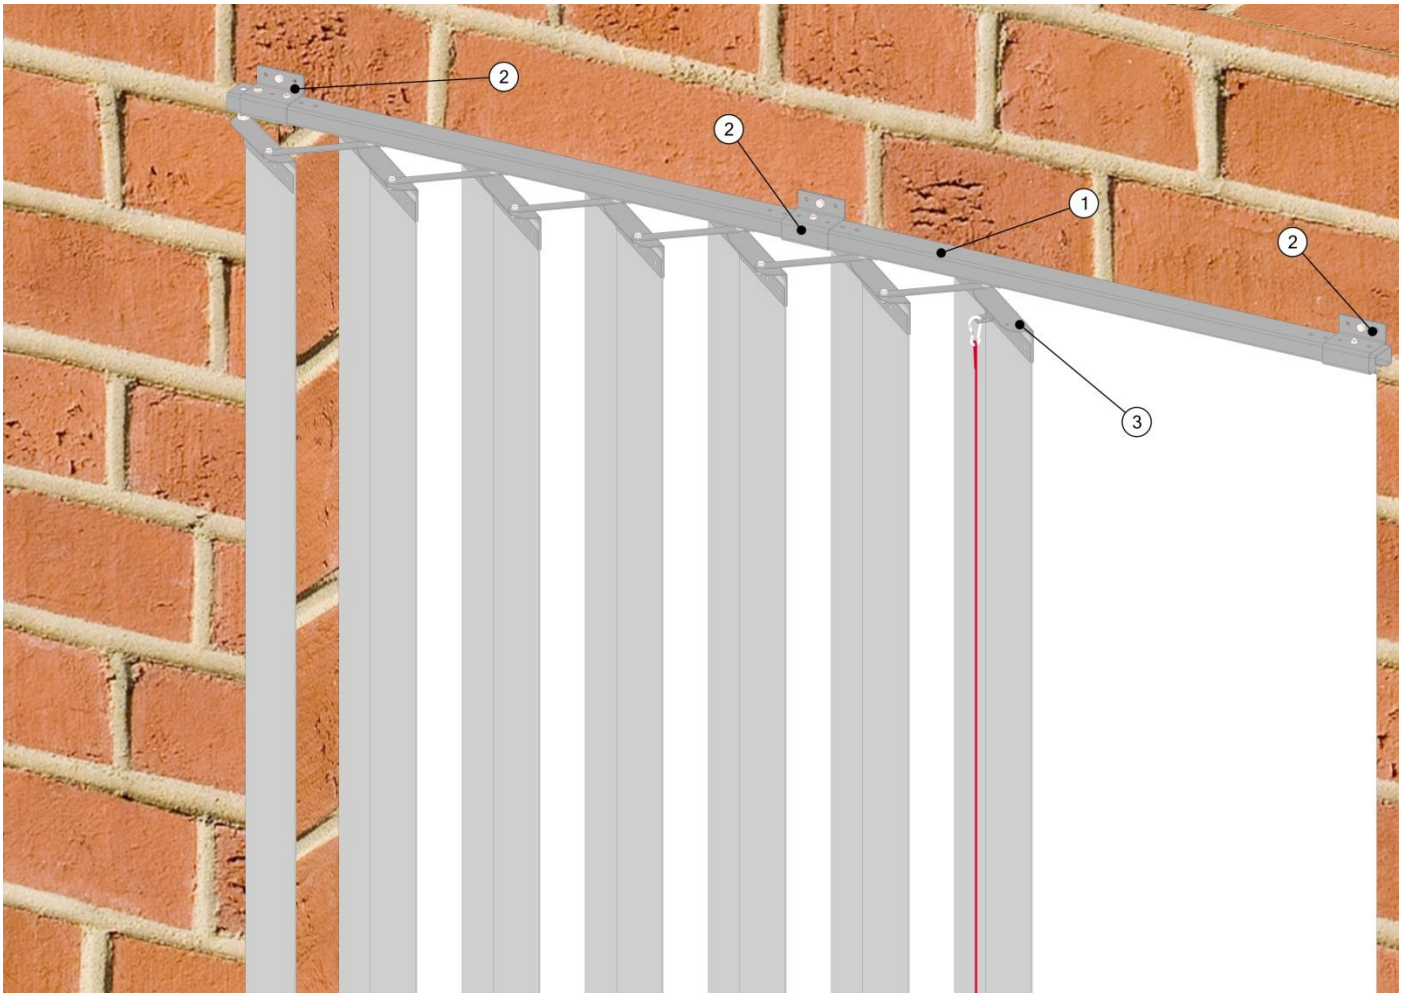

Рис.3. Завеса раздвижная в сборе (исполнение слева)
Направляющая (1)(рис.3) с помощью держателей(2) (рис.3) фиксируется на проеме. На каретках (20)(рис.2) находится ножничный механизм(3)(рис.3), который позволяет складывать завесу. С помощью кареток (20)(рис.2) осуществляется движение ножничного механизма вдоль направляющей (1)(рис.1). Штанга резьбовая (3)(рис.1) фиксирует ножничный механизм (3)(рис.3) в проеме. Завеса приводится в движение шнуром(13)(рис.2).